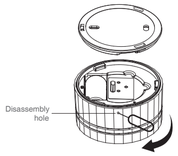

Figure 3
1. Press and insert the disassembly hole of the alarm with the disassembly pin. Remove the mounting bracket from the back of the alarm by holding the mounting bracket and twisting the alarm in the direction indicated on the alarm cover.(See Figure 3)